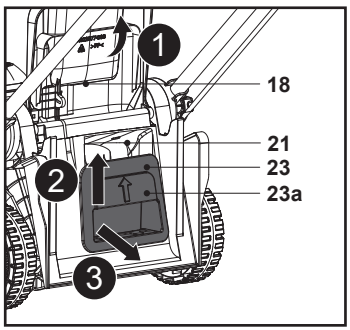

**Fig. 15**
8. Levante a pega com reentrância (23a) e puxe o encaixe do triturador (23) para fora da conduta de descarga traseira (21) e, em seguida, retire o encaixe do triturador (23) (Fig. 15).